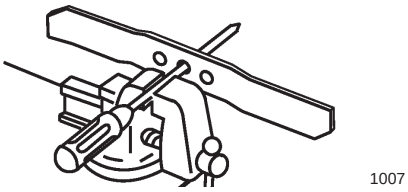

Figur 23
1. Kontrollera knivens balans genom att hänga upp kniven i dess mittersta hål på en spik eller skruvmejsel som fästs horisontellt i ett skruvstäd (figur 23).